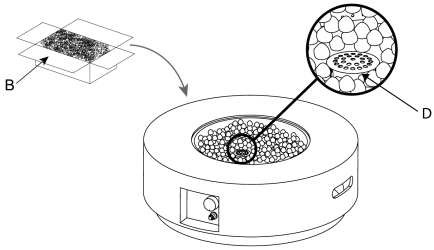

Figure 3
4. Open the box of lava rocks, put the lava rocks (B) into the fire bowl of the fire table body (A) (see Figure 3).